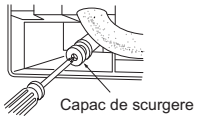

Fig. 3
4) Introduceţi capacul de scurgere în secţiunea în care urmează să fie ataşat furtunul de evacuare, în partea din spate a unităţii interioare. (Fig. 3)